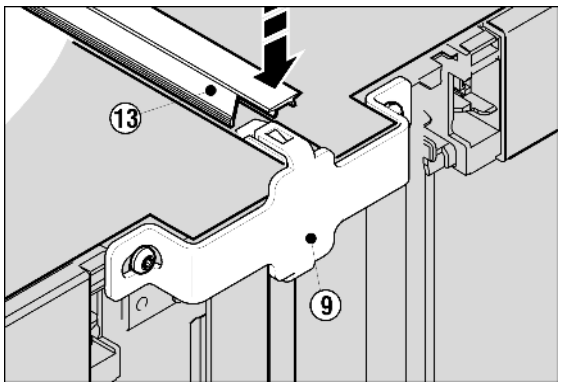

Fig. 8
- На верхней стороне вдавите в щель короткую планку *Fig. 8 (13)*. Обратите внимание, чтобы вырез планки был направлен к передней стороне устройства. Планка должна быть заподлицо с крышкой устройства на передней кромке.